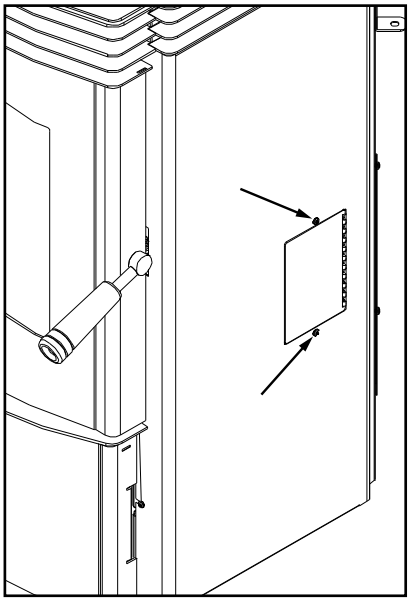

Figure 27: Attach control panel to cabinet side.
2. Attach the control panel to the right cab panels using two (2) screws through the cab panels into the control panel (Figure 27).